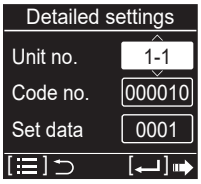

Fig. 7-6-4
The “Detailed settings” screen (Fig. 7-6-4) appears on the LCD display.
(3) Select the “Unit no.” (Fig. 7-6-4) by pressing the ∨ or ∧ button.